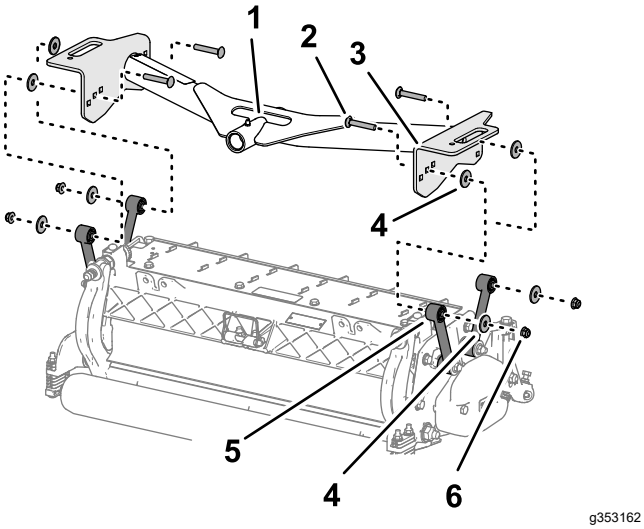

Figur 17
1. Ret hullerne i pladerne på den forreste bæreramme ind efter hullerne i klippeenhedens monteringsplader (Figur 17).
2. Placer en spændeskive ind mellem bærepladen og leddet (Figur 17), og monter pladerne og afstandsbøsningen løst med en bræddebolt (⅜" x 2¼"), spændeskive og flangelåsemøtrik (⅜").